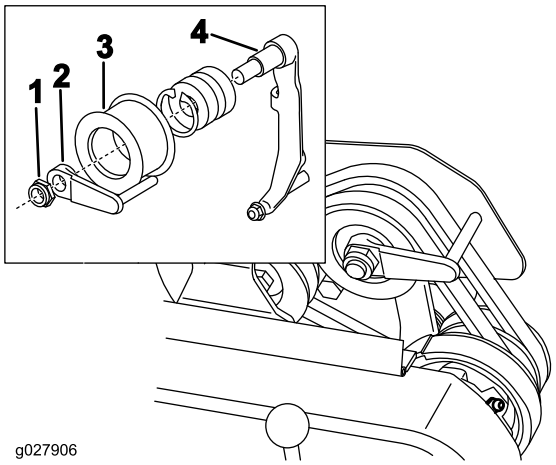

Figuur 41
8. Om de machine gemakkelijker te duwen of te slepen zonder de motor te starten, moet u de riemgeleider als volgt afstellen (Figuur 41, inzet)